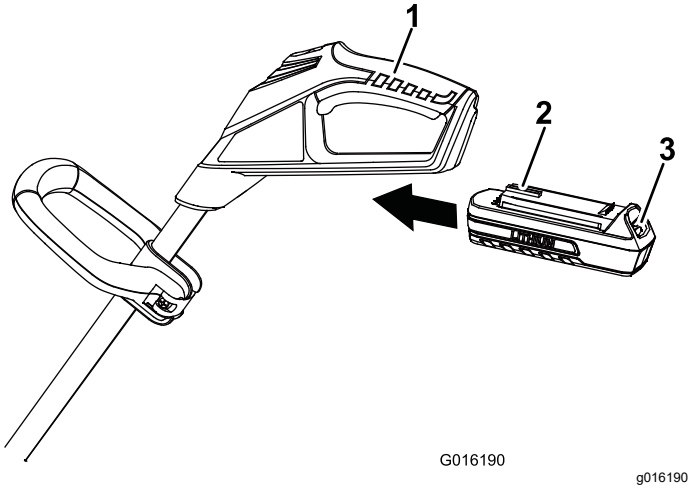

Figure 6
1. Alignez la languette de la batterie sur le creux dans le corps de la poignée (Figure 6).
2. Saisissez la poignée d'actionnement (Figure 6).